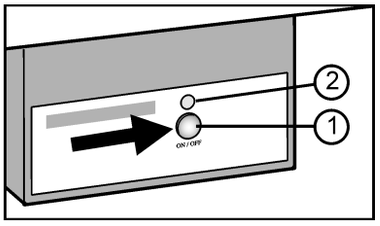

*Fig. 48*
▶ Press On/Off button *Fig. 48 (1)* so that the LED *Fig. 48 (2)* lights up.